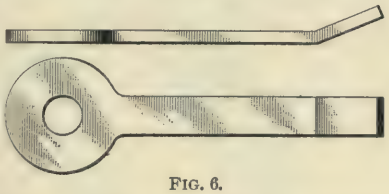

FIG. 6.
**7. Contact Springs.**—The *contact springs* are pieces of spring copper which are riveted to the sides of the harp, and which have holes in their ends for the axle to pass through. These springs press against the sides of the wheel and serve, not only to take the current from the wheel to the pole, but also to act as washers to lessen the end wear of the wheel. Fig. 6 shows how the springs are shaped. If the springs are left off an ordinary harp, all of the current which the car gets must pass through the bearing surface between the wheel and the axle, and as soon as wear makes the bearing the least bit loose, more or less burning takes place between the wheel and axle and these parts become blistered. This cuts out the bearings and causes the wheel to give forth a very disagreeable, humming, rattling noise.